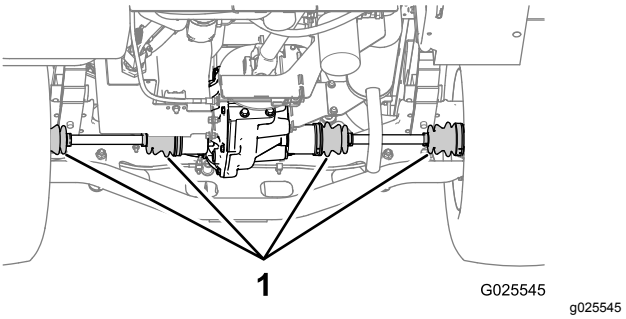

**Figur 66**
2. Kontroller de homokinetiske leddene på bakakslene for skade og smøremiddellekkasje (Figur 66).